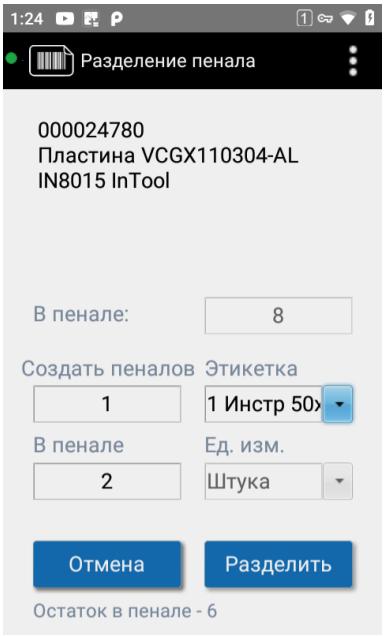

Рисунок 110. Разделение пенала
2. В поле «Создать пеналов» укажите, сколько новых пеналов создать дополнительно к имеющемуся, в поле «В пенале» – количество экземпляров в каждом новом пенале (см. Рисунок 110). Под полями показан остаток в исходном пенале.